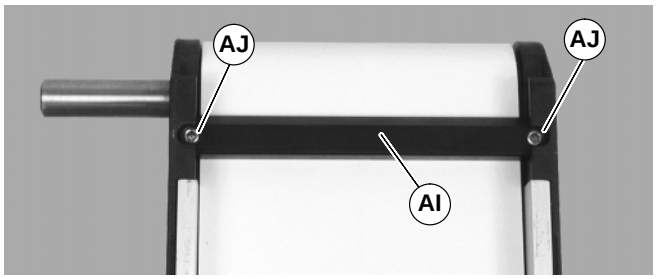

Abbildung 18
1. Untere Abstreifer, falls damit ausgestattet, entfernen (AI siehe Abbildung 18): Befestigungsschrauben entfernen (AJ), dann Abstreifer abnehmen (AI).